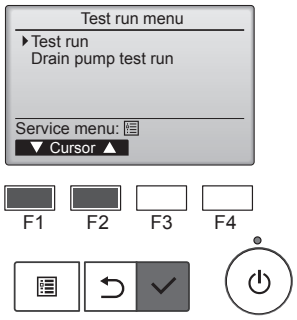

Abb. 7-2
② Wählen Sie „Test run“ (Testlauf) aus dem Testlauf-Menü, und drücken Sie die [AUSWAHL]-Taste. (Abb. 7-2)
③ Der Testlauf beginnt, und der Testlaufbildschirm wird angezeigt.